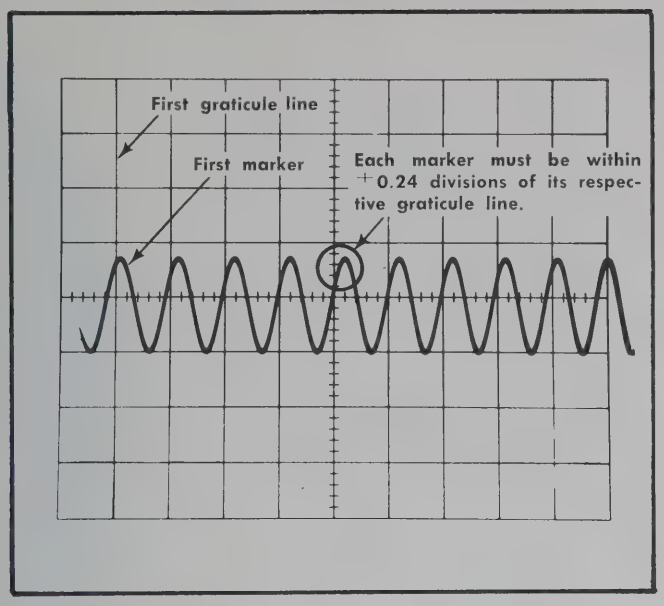

Fig. 6-50. Typical CRT display when checking 0.5 microsecond × 10 magnifier linearity.
c. CHECK—CRT display for each marker within ±0.24 division of its respective graticule line (±3%; see Fig. 6-50).